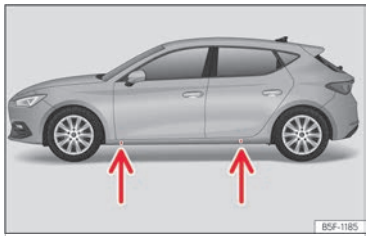

Fig. 264 Puntos de apoyo del gato.
- Busque en el larguero la marca del punto de apoyo del gato (zona hundida) más cercano a la rueda a cambiar ››› **fig. 264**.